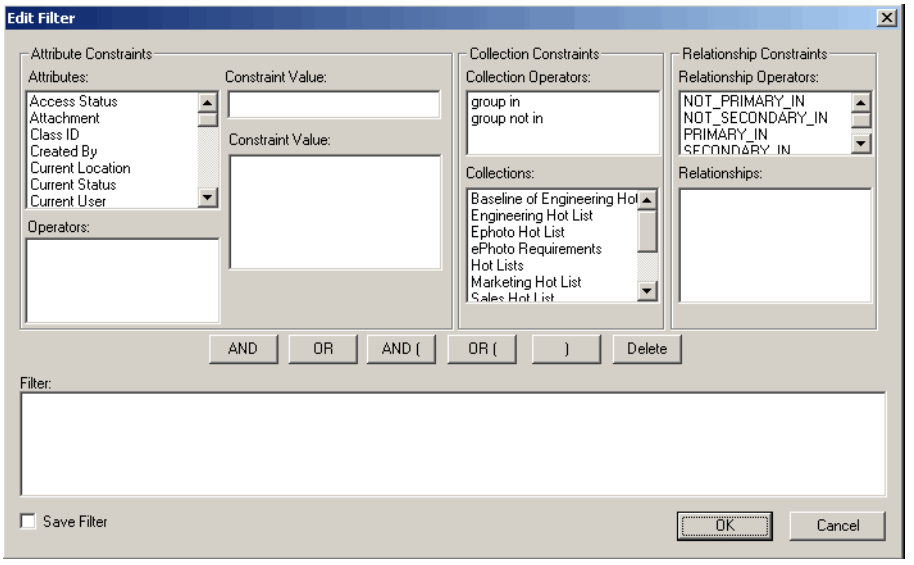

Figure 3-9. Edit Filter
3. Your complex filter search criteria will appear in the **Edit Filter** dialog (Figure 3-9).